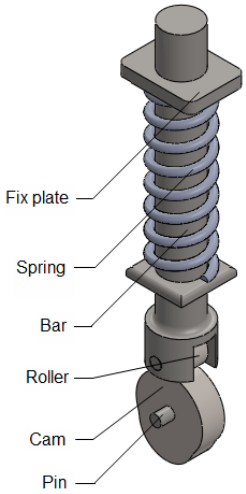

Figure 20-26 *Assembly for performing motion study*
11. Follow the above steps and assemble the other components of the assembly. Figure 20-26 shows the assembly after assembling all the components.